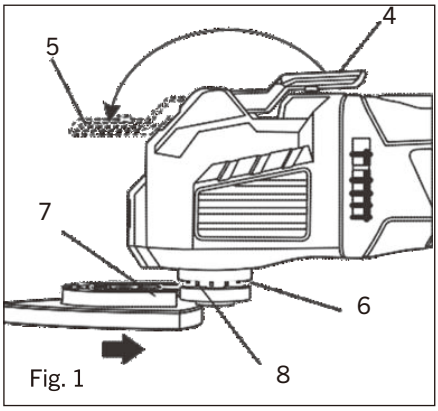

Fig. 1
1. Soulevez vers l'avant de l'outil et le plus loin possible (4) le levier de libération du support de l'accessoire (5) (fig. 1).